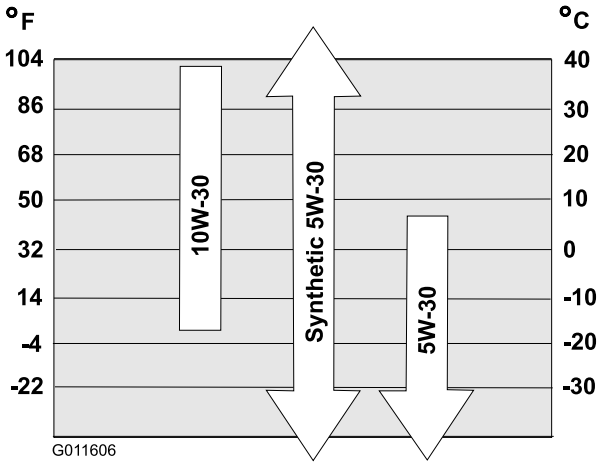

**Rysunek 15**
Wykorzystaj Rysunek 15, aby wybrać najlepszą lepkość oleju dla spodziewanego zakresu temperatur na zewnątrz:
**Informacja:** Napełniaj olejem skrzynię korbową silnika do momentu uzyskania prawidłowego poziomu oleju na wskaźniku, jak pokazuje Rysunek 15. Jeśli wlejesz zbyt dużo oleju do silnika, usuń nadmiar zgodnie z opisem w punkcie Wymiana oleju silnikowego.